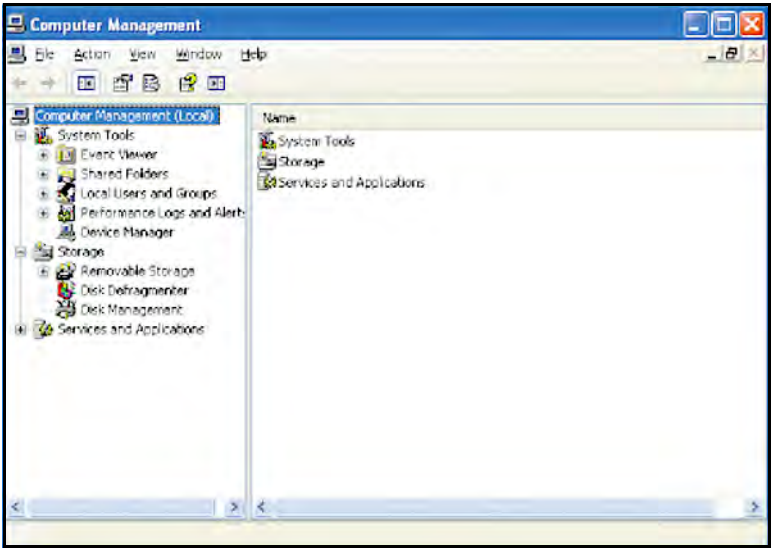

Рис. 115: Локальные пользователи и группы в окне управления компьютером
3. В иерархии опций *управления компьютером* разверните папку Локальные пользователи и группы (Local Users and Groups) (см. *Рис. 115* ниже).